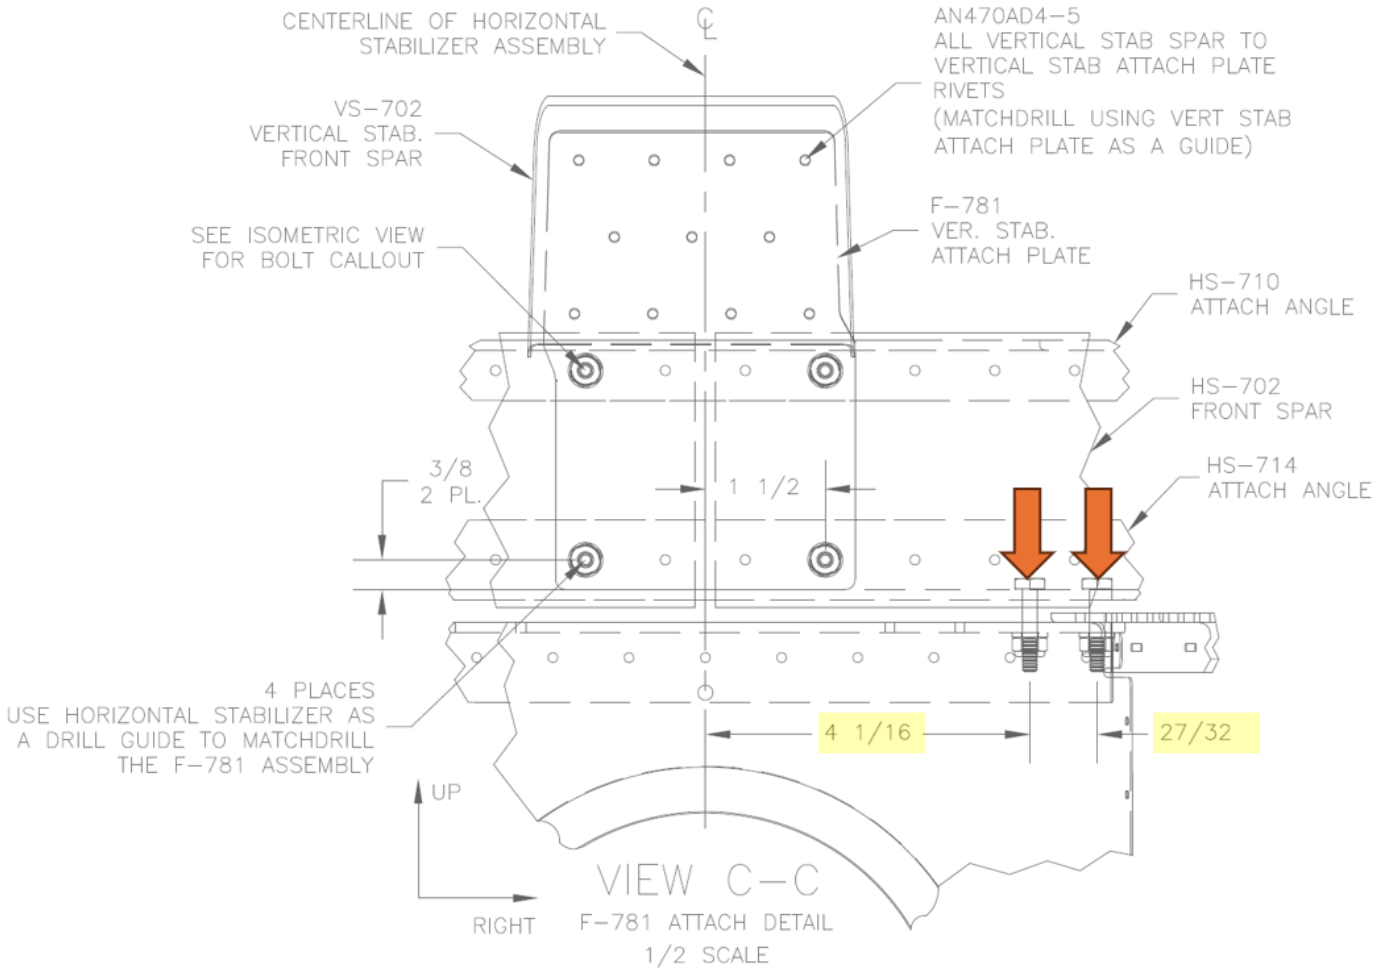
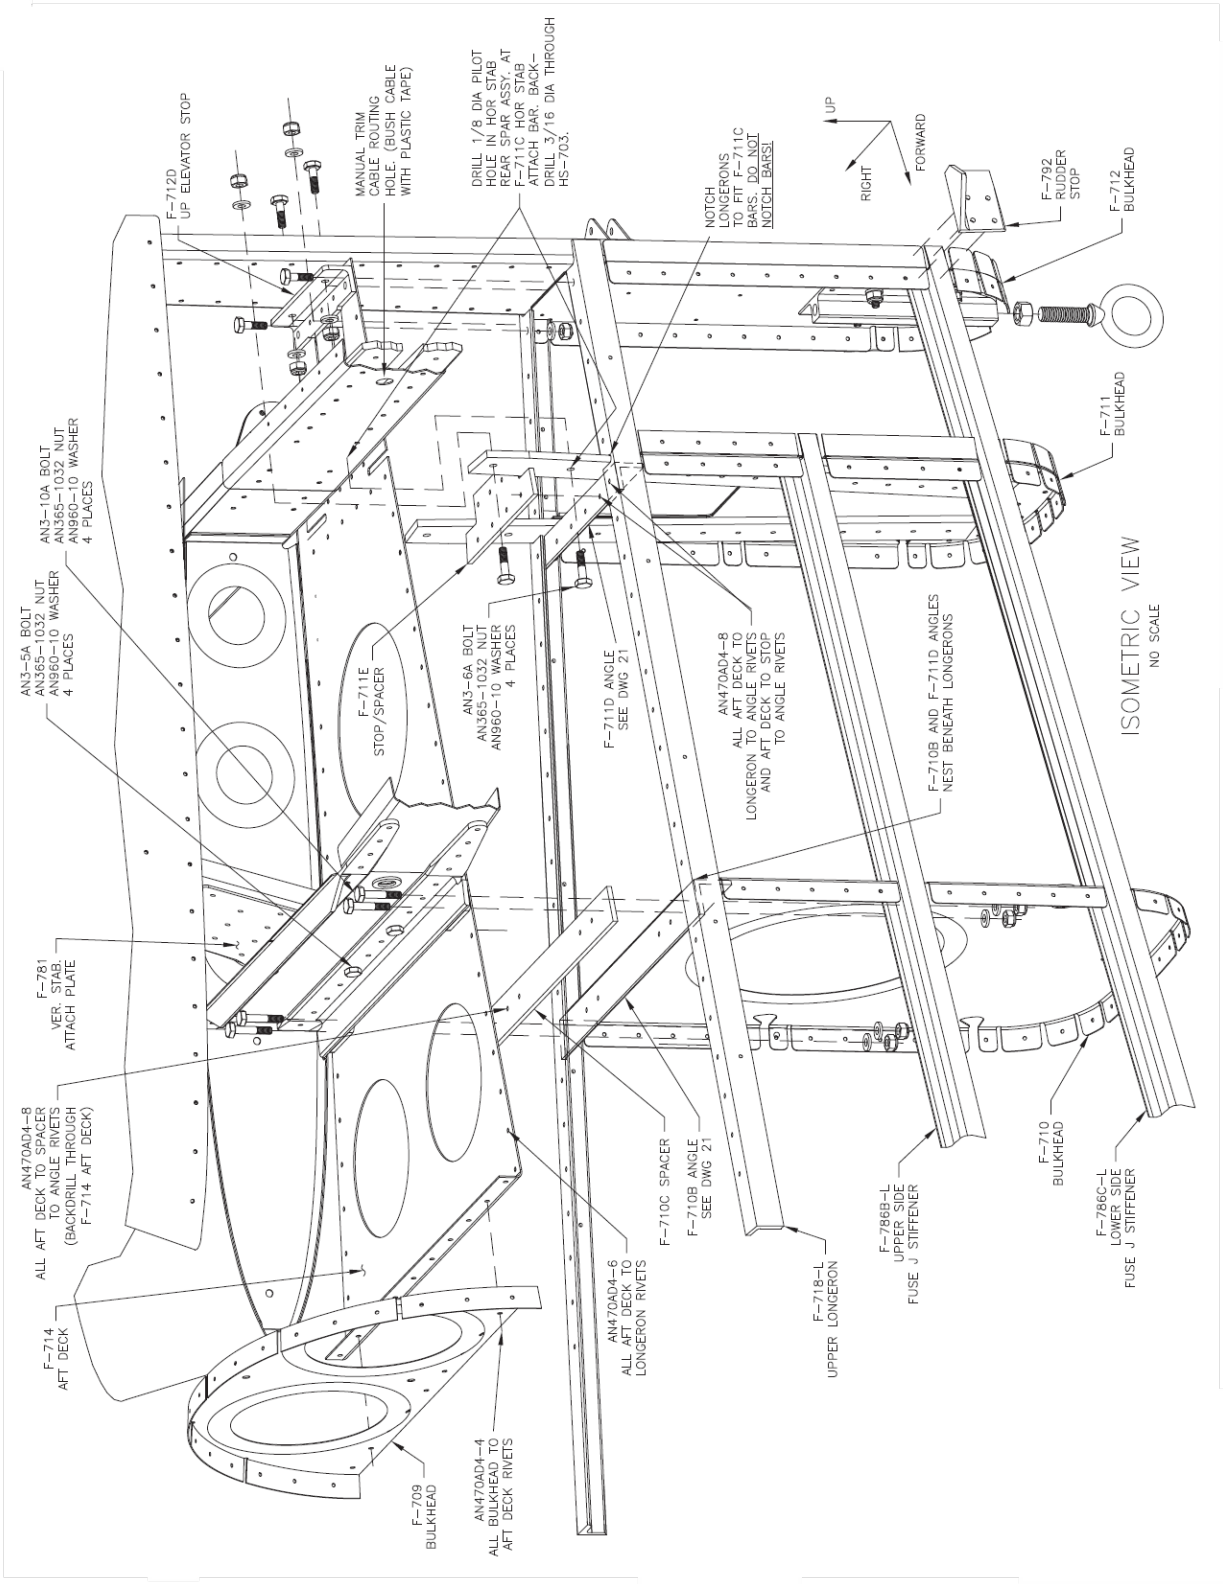

FIGURE 2: RV-7 DEG 27A TYPICAL HORIZONTAL STABILIZER ATTACH FRONT VIEW
FIGURE 3: RV-7 DEG 27A TYPICAL HORIZONTAL STABILIZER ATTACH ISO
The plans pages for the horizontal stabilizer attach specify the position of the horizontal stabilizer forward spar attach bolts. See Figure 2 and Figure 3. Some aircraft have been
Step 2: Measure the distance between the attach bolts on one side of the aircraft (see the set of bolts marked with arrows in Figure 2 with a distance of 27/32 inches between them). At minimum the distance between the bolts should be 25/32 inches.
Measure the edge distance between the center of each bolt hole and the forward edge of the HS-714 Attach Angle. Repeat the measurement for the forward edge of the F-710B Angle. See Figure 2 and Figure 3. The edge distance should not be less than e/D = 1.5 (e/D the distance from the center of a hole to the edge of the part divided by the diameter of the hole .190x1.5 = .28 in).
For example, Figure 2 the center of the bolt pattern would be 4 1/16 inches plus half the distance between the bolts or half of 27/32 inches which results in a bolt pattern center distance to the centerline of 4.48 inches.